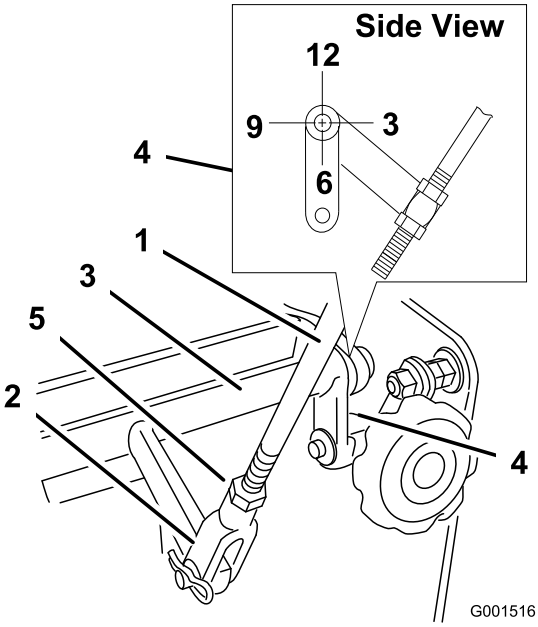

Figur 30
4. Kontroller retningen af tapperne på enderne af hastighedskontrol-krumtappen. Tapperne skal ca. pege nedad mod positionen klokken 6 (Figur 30).
5. Juster den gevindskårne gaffel nederst på hastighedsledforbindelsen, indtil tapperne befinder sig i positionen klokken 6 (Figur 30).